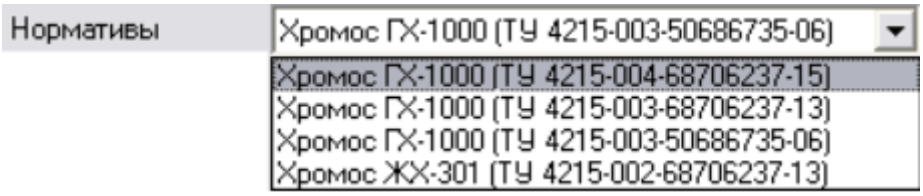

Рис. 64: Выбор ТУ
- Так как приборы разных годов выпуска производились в соответствии с различными техническими условиями (ТУ) и совершенствовались, список детекторов и пределы детектирования для приборов различаются. В ПО «Хромос» предусмотрена возможность выбора ТУ, по которым прибор был выпущен. ТУ указываются в поле *Нормативы* (Рис. 64).